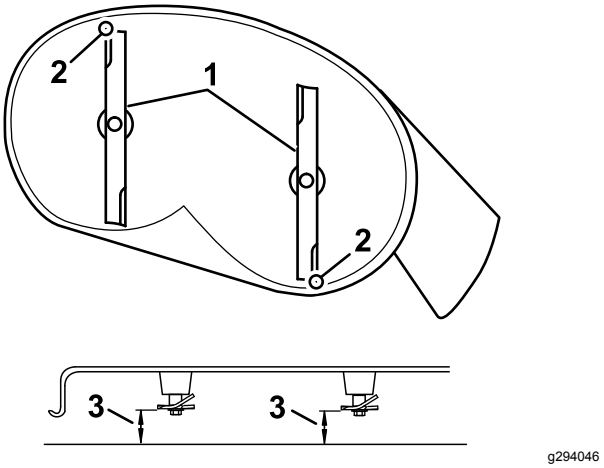

Figur 64
4. Drej forsigtigt skæreknivene, så de vender på langs (Figur 64).
5. Mål fra spidsen af den forreste skærekniv til den plane overflade og spidsen af den bageste skærekniv til den plane overflade (Figur 64).